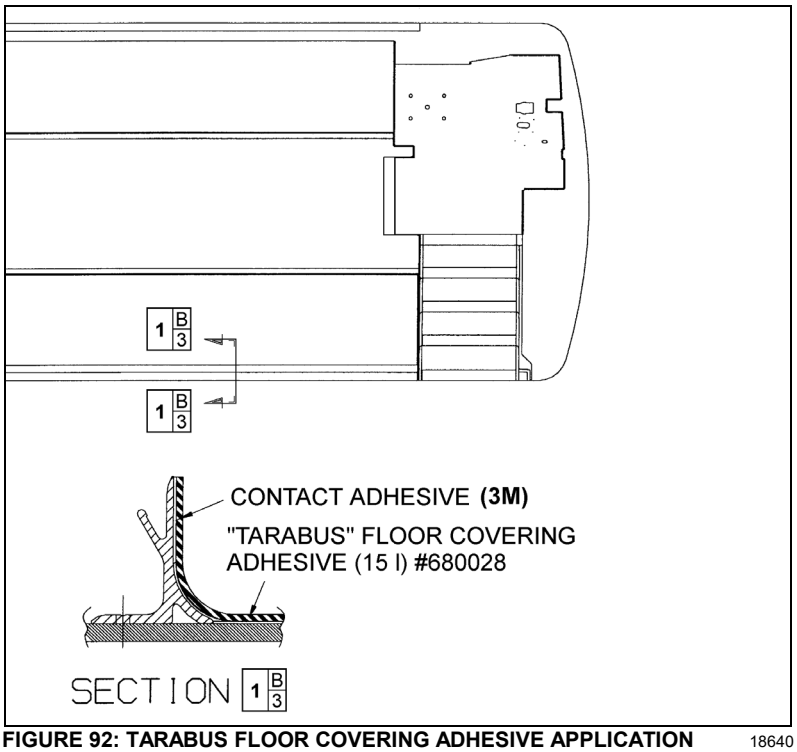

FIGURE 92: TARABUS FLOOR COVERING ADHESIVE APPLICATION 18640
6. Apply floor covering adhesive (680028) onto plywood using a serrated spreader with 1/8-inch serration. If required, apply contact adhesive (3M) (684655 or 684654) onto aluminum molding and also onto section of floor covering, which will be in contact with molding (refer to Figure 92).